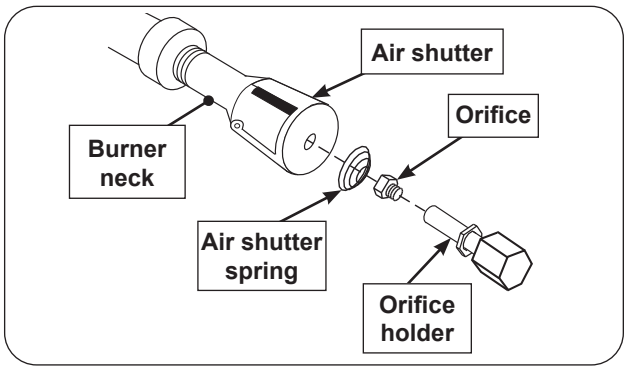

Fig. 33-3 Burner replacement diagram
2. Squeeze the collimator to detach the rear tab from the rear liner as shown in Fig. 33-3, A, and lift up the rear portion of the collimator.
3. Detach the collimator from the front collimator support and completely remove the collimator as shown in Fig. 33-3, B.
4. To re-install, position the air shutter spring and air shutter over the orifice holder fitting, between the burner and the heat shield, in the order and position shown in Fig. 33-3. Do for both burner necks.